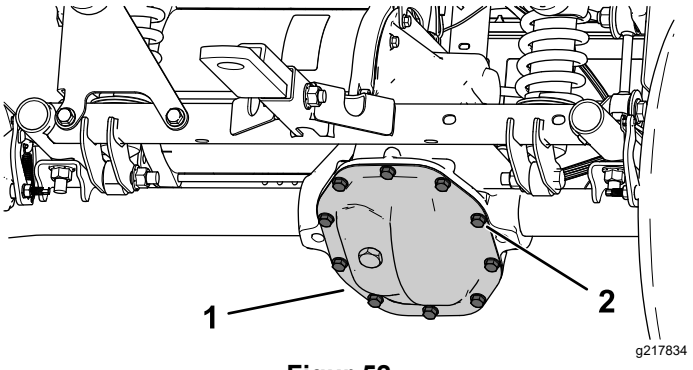

Figur 52
1. Anbring en dræningsbakke under transmissionsdækslet (Figur 52).
2. Fjern boltene fra transmissionsdækslet, og dræn væsken helt (Figur 52).